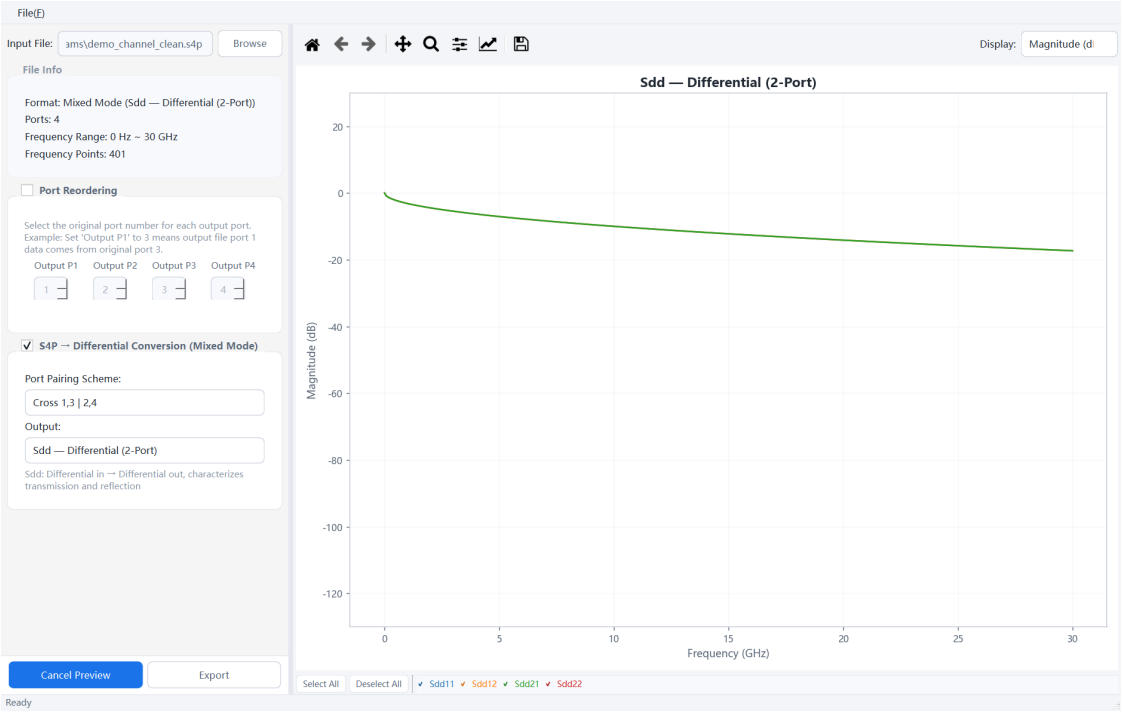

Fig. 7-6 Conversion: S4P → SDD
Step 1 Menu **S-Parameter Analysis** → **Format Conversion**, pick **demo_channel_clean.s4p**, enable the differential mixed-mode group, use cross 13/24 pairing, select differential (SDD) output and preview (Fig. 7-6) — turning a 4-port file into a 2-port differential file for tools that only accept 2-port data.